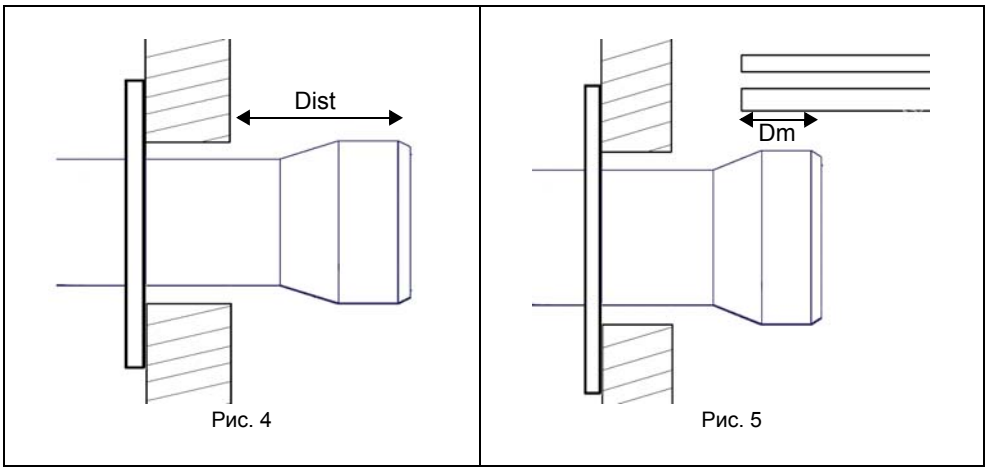

Рис. 4 Рис. 5
- Чугунные котлы, трёхходовые котлы (с первым поворотом газов в задней части котла): сопло должно входить в камеру сгорания не более, чем на **Dist** = 100 мм. (Рис. 4)